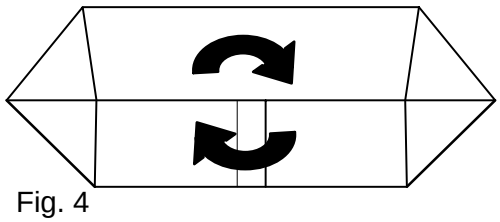

Fig. 4
a) Turn the knob (1), on the SA. The pointer (2) indicates how much the packaging material web is adjusted.
b) Turning the knob clockwise moves the tube as illustrated in fig. 4.
a) Turn the knob (3) on the superstructure.